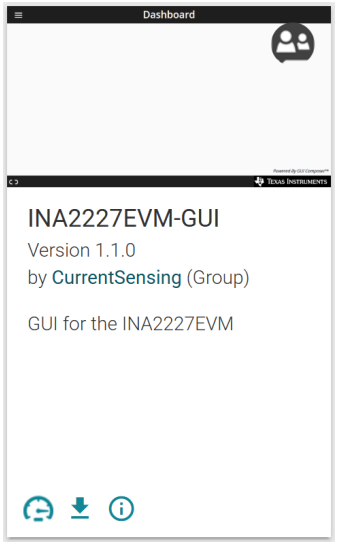

图 3-2. GUI Composer 应用程序
3. 打开 *GUI Composer* 应用程序，以从网络浏览器启动 GUI（请参阅图 3-2）。
4. （可选）要下载 GUI 以供离线使用，请点击 *GUI Composer* 应用程序中的 图标，然后按照提示操作（请参阅 图 3-2）。